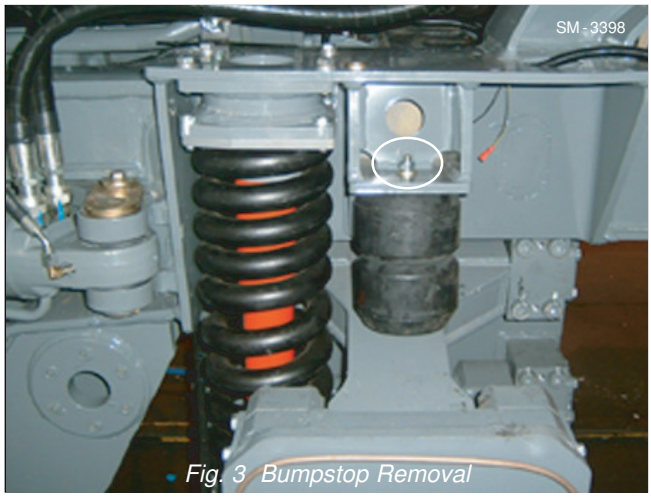

Fig. 3 Bumpstop Removal
14. Remove locknuts, washers (Fig. 3) and bump stops (17) from chassis frame.